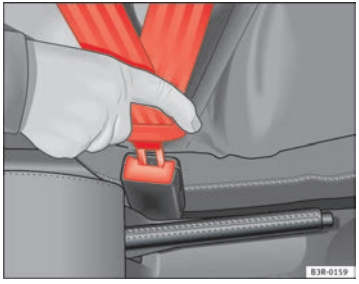

Fig. 11 Belt buckle and latch plate of seat belt
– Insert the latch into the buckle for the appropriate seat and push it down until it is securely locked with a click ⇒ page 22, fig. 11.